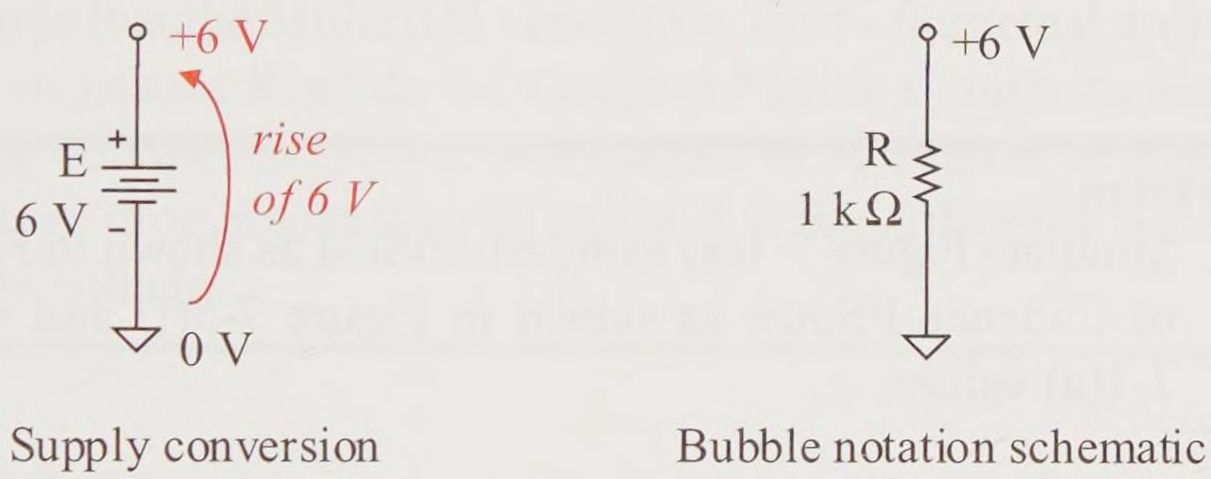

Figure 7-4(d) Example solution–node schematic
g. Figure 7-4(d) shows the circuit schematic using the power supply bubble notation. *The bubble voltage is the voltage at that supply's node relative to common.* Note that the power supply negative (–) terminal is connected to analog common, so this is the 0 V reference. Going to the positive (+) terminal of the supply is a rise of 6 V in potential. Thus, this is a +6 V power supply, which is represented by a +6 V *bubble*.